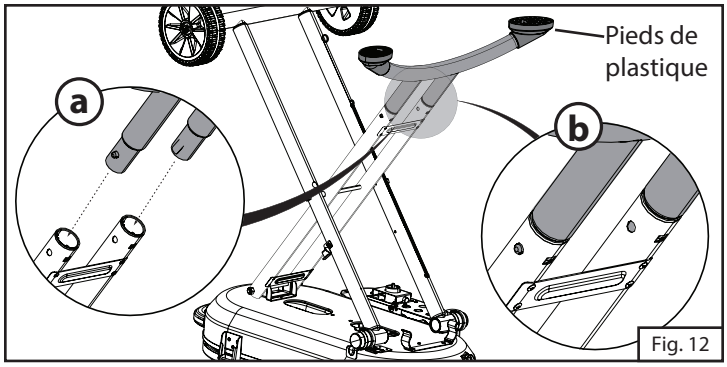

Fig. 12
11. Insérer la poignée de traction dans la patte droite. (étape a de la fig. 12)
12. Appuyer sur les boutons de la poignée de traction tout en la glissant dans la patte droite. Continuer de la faire glisser dans la patte jusqu'à ce qu'elle soit bien enclenchée. (étape a de la fig. 12)